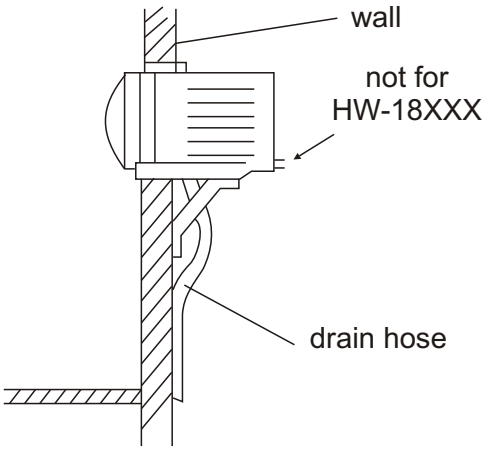

Fig.5
9. Air conditioner being fixed, insert the power plug in the socket, open the operation panel cover, turn the temperature setting to “Test run”, turn successively the mode selection to “Hi fan” and “Hi cool” “Lo cool” and “Lo fan”, turn the auto swinging switch to “ON” to inspect the air conditioner's start and running performance(see Fig.5)